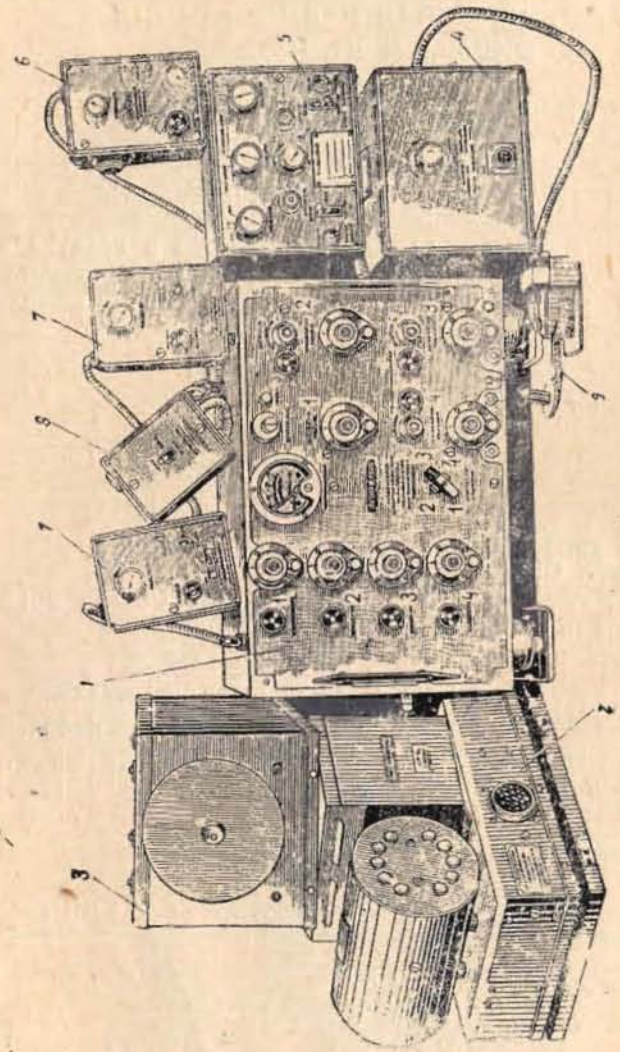

Рис. 39. Общий вид передающего устройства и СПУ радиостанции фирмы „Бендикс":
2. *Комплект* (рис. 39) радиостанции и СПУ состоит из: